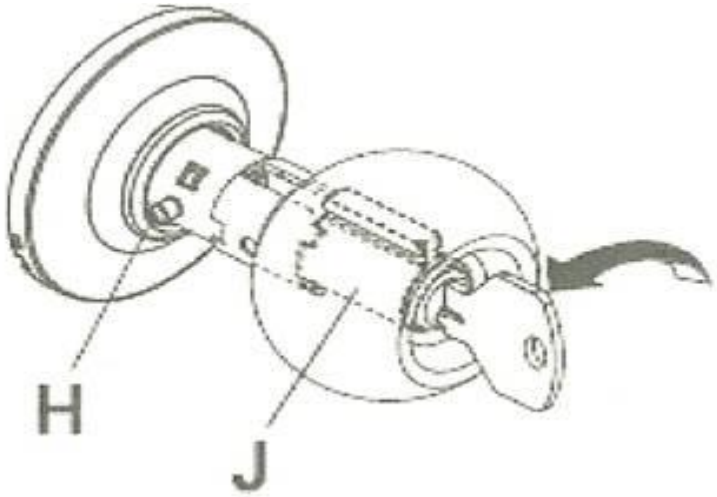

FIGURE 9-2
Install Hardware	5. Install lockset and strike plate per instructions. a. Be sure door latches easily but tightly with little rattle b. If it rattles. Bend tab inside the strike plate with flat blade screwdriver 6. Install the security deadbolt strike plate (not that provided with lockset). a. Set strike plate in place, predrill into Jack stud with 3/16" bit, secure with two large screws provided b. Make sure deadbolt is installed so top of lever turns in the direction of bold travel. If it does not, remove deadbolt from door, rotate 180° and reinstall 7. Install lockset per instructions and make sure lockset and deadbolt key direction is the same (notches up). See Fig. 9-2 (Reveres side). If not: a. Unlock the lock and insert the key half-way (do not insert completely) b. Push in retainer pin (H) on neck of knob, pull knob just past the pin c. Holding knob, rotate cylinder (J) to correct orientation d. Push in pin and push knob back in place. 8. Verify Lockset and deadbolt operation. Adjust as needed for easy operation, door closes snugly, latches with little effort, deadbolt engages/disengages easily and moves in same direction as top of lever (Fig. 9-2 next page)